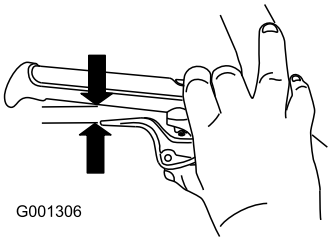

Figur 10
5. Håll in spaken helt, kontrollera sedan glipan mellan handtagets undre del och änden på hjulkopplingsspaken (Figur 10).